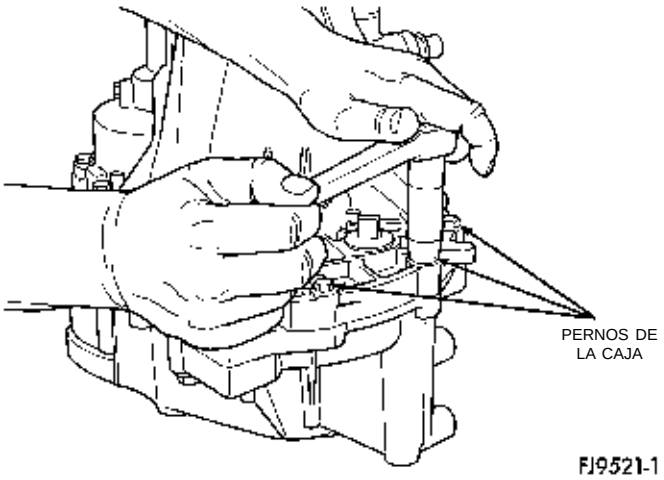

Fig. 30 Pernos de la caja
(1) Coloque el transeje sobre el banco.
(2) Retire las palancas de cambios. Desmonte los pernos de las mitades de la caja del transeje (Fig. 30).